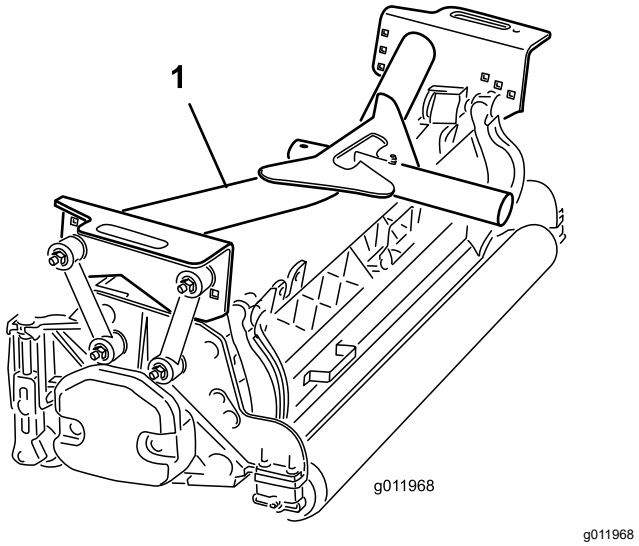

**Figur 16**
2. Plasser en fremre bæreramme (Figur 16) på hver fremre klippeenhet.